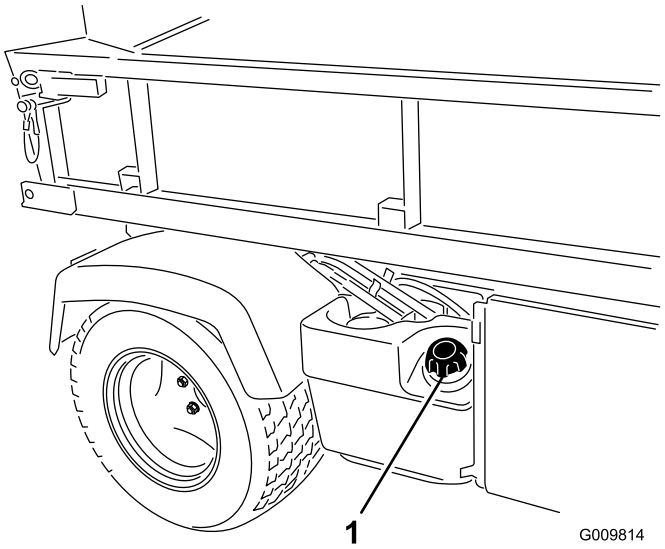

Rysunek 16
2. Odkręć korek zbiornika paliwa (Rysunek 16).